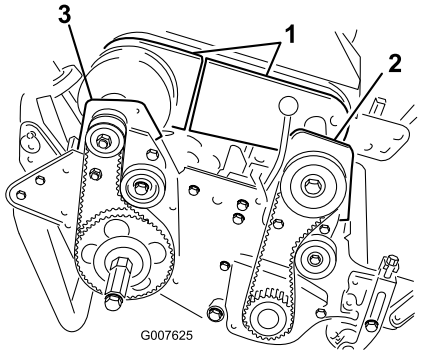

Bild 35
4. Nehmen Sie die Schrauben ab, mit denen die vorderen und hinteren Teile der Differenzialabdeckung am Differenzialgehäuse befestigt sind. Schieben Sie dann die Abdeckungsteile weg, um den Riemen zugänglich zu machen (Bild 35).
6. Nehmen Sie die zwei Schrauben und die Sicherungsmuttern ab, mit denen das vordere Kupplungsgehäuse an der Seitenplatte befestigt ist (Bild 35).
8. Nehmen Sie die zwei Schrauben und die Sicherungsmuttern ab, mit denen das rechte hintere Lagergehäuse an der Seitenplatte befestigt ist (Bild 35).